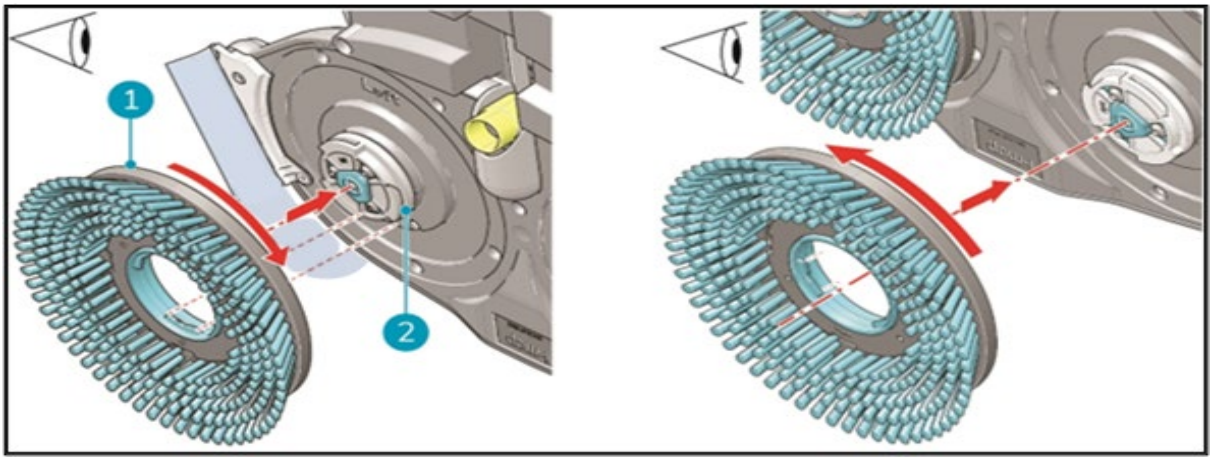

Figur 34
28. Bruk den andre hånden til å vri den venstre børsten (Figur 34 pos 1) mot urviseren til du føler motstand eller ser at motorskiven også dreier seg.